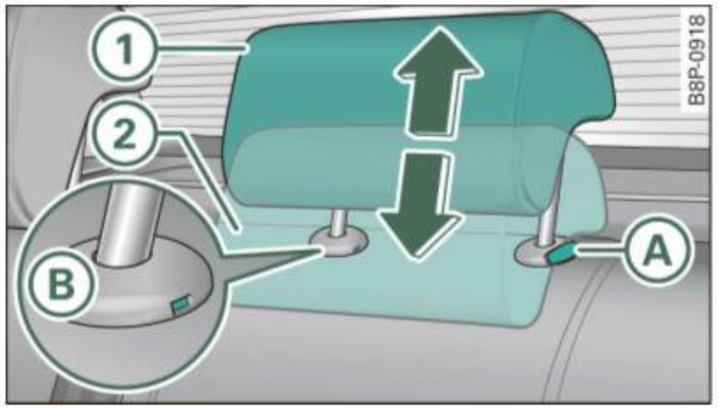

Fig. 77 Center rear head restraint: adjusting the height
– Move the head restraint to the uppermost position ⇒ fig. 77 (1) until it latches (in-use position).
– Press the release button ⇒ fig. 77 (A).
– Press the head restraint down until it lies against the seat back (2) (park position).
– Press the release button (A) ⇒ *page 79*, fig. 77 and pull the head restraint upward as far as it can go at the same time.
– Insert the screwdriver at position (B) into the recess and pull out the head restraint at the same time.